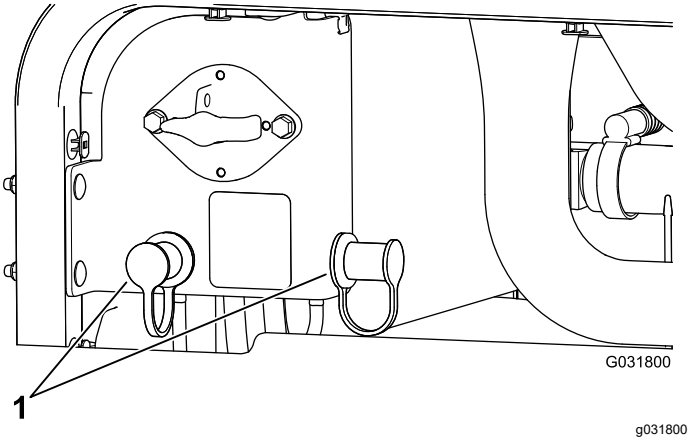

Figur 76
3. Ta bort skydden från startpolerna (Figur 76).